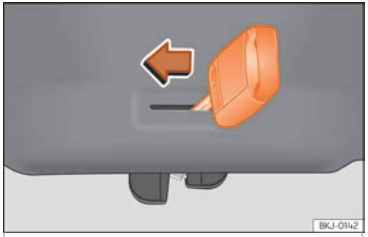

Fig. 94 Detail of the luggage compartment: emergency unlocking
- Insert the key blade into the slot and move the key in the direction of the arrow until the lock unlocks ››› Fig. 94.